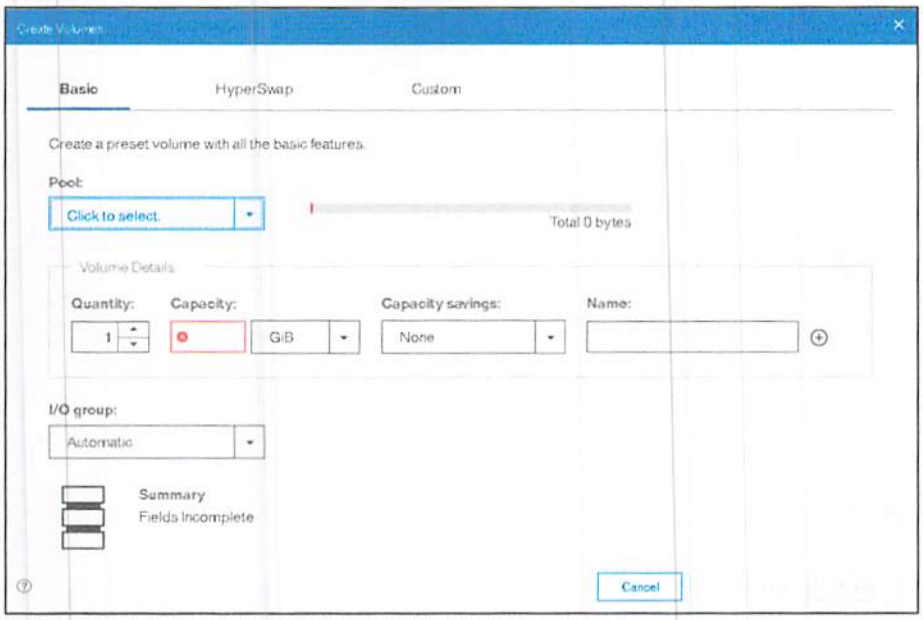

Figure 3.23 Create Volume options for HyperSwap topology
4. For HyperSwap topology, the Create Volumes option provides pop-up window with options to create basic, HyperSwap, or custom volumes, as shown in Figure 3.23.